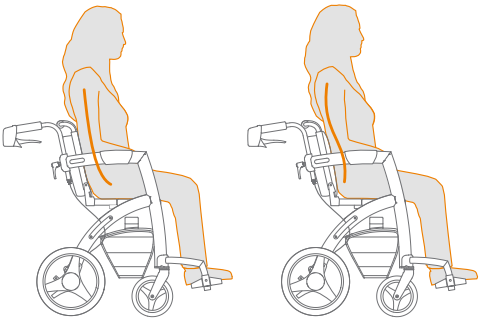

Abbildung 47: Vor und nach dem Einstellen der Rückengurte, die richtige Sitzposition sehen Sie rechts.
f. Probieren Sie, ob der Benutzer bequem, in einer korrekten Sitzposition, sitzt **(Abbildung 47)**.